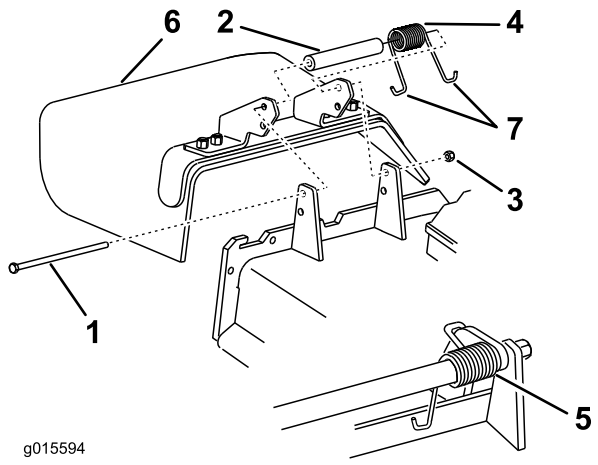

Figur 90
1. Ta bort låsmuttern, skruven, fjädern och distansbrickan som håller fast gräsriktaren på tappfästena (Figur 90). Ta bort den skadade eller slitna gräsriktaren.
Obs: Se till att fjäderns ena **J** ände sitter bakom däckkanten innan du monterar bulten i enlighet med Figur 90.
3. Montera bulten och muttern. Placera fjäderns ena **J** krokformade ände runt gräsriktaren (Figur 90).